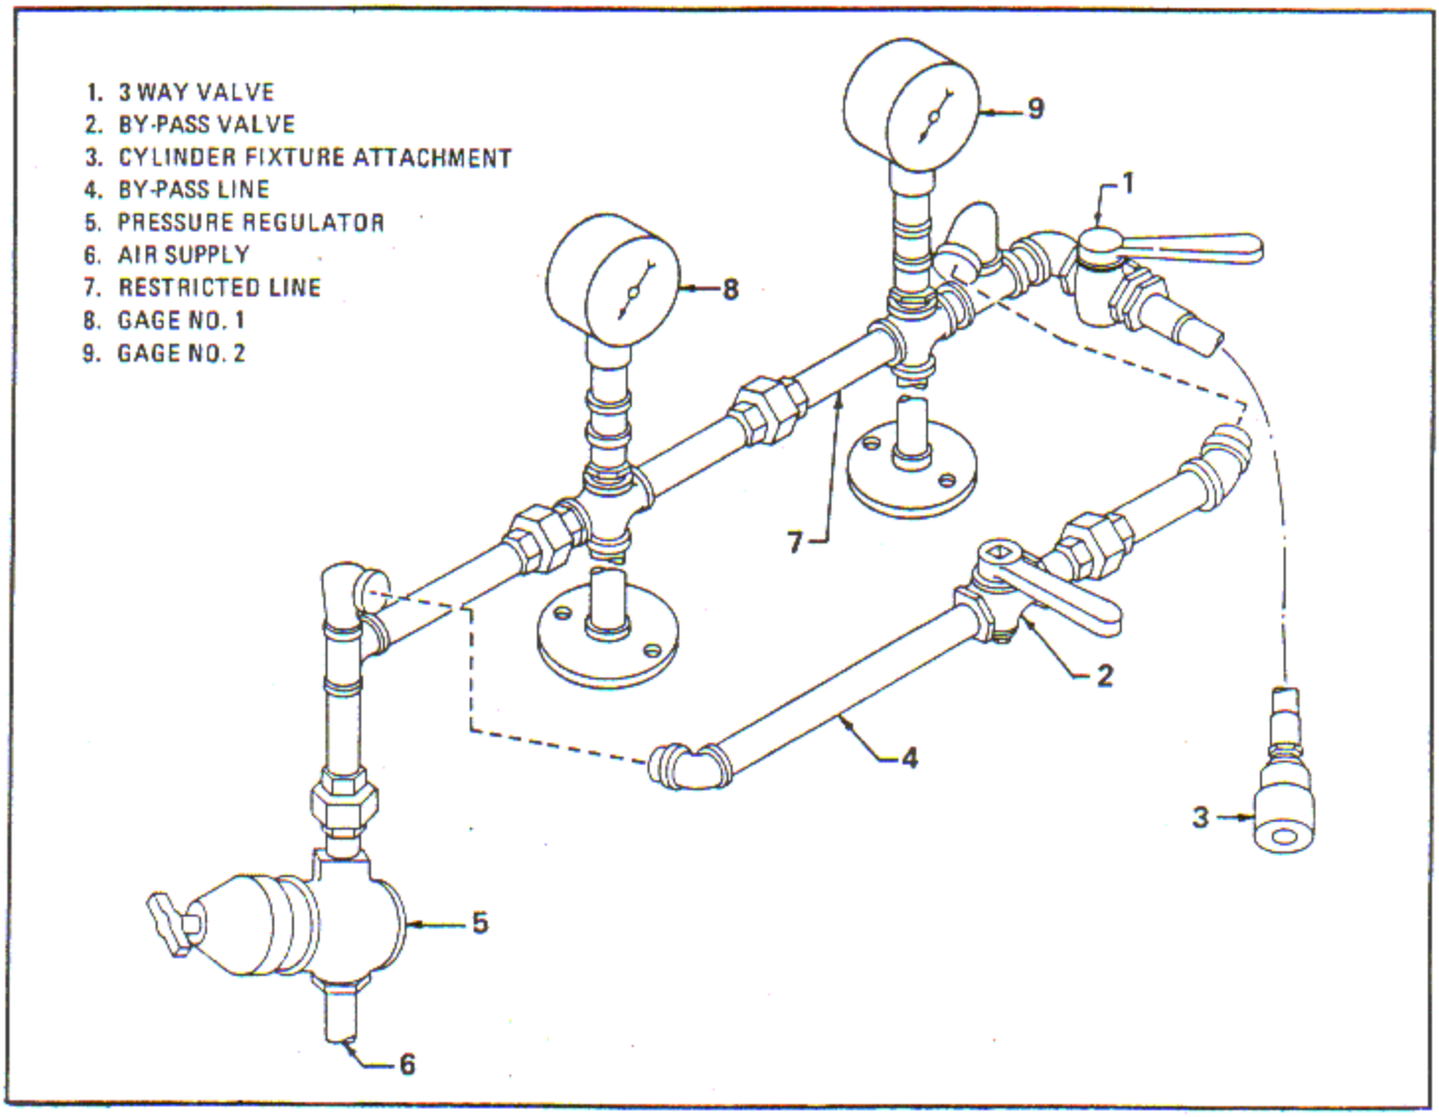

Figure 6-155. Cylinder Valve Seat Pressure Test by Differential Pressure Drop
a. Clamp the cylinder with a positive seal under the flange in fixture. Set the air regulator valve (5, figure 6-155) to 80 psi on the gage (8), with the valve (2) on the by-pass line (4) open.
b. Close the valve (2) on the by-pass line (4) and observe the pressure on the second gage (9). Pressure on the second gage must not drop below a minimum of 73 psi.